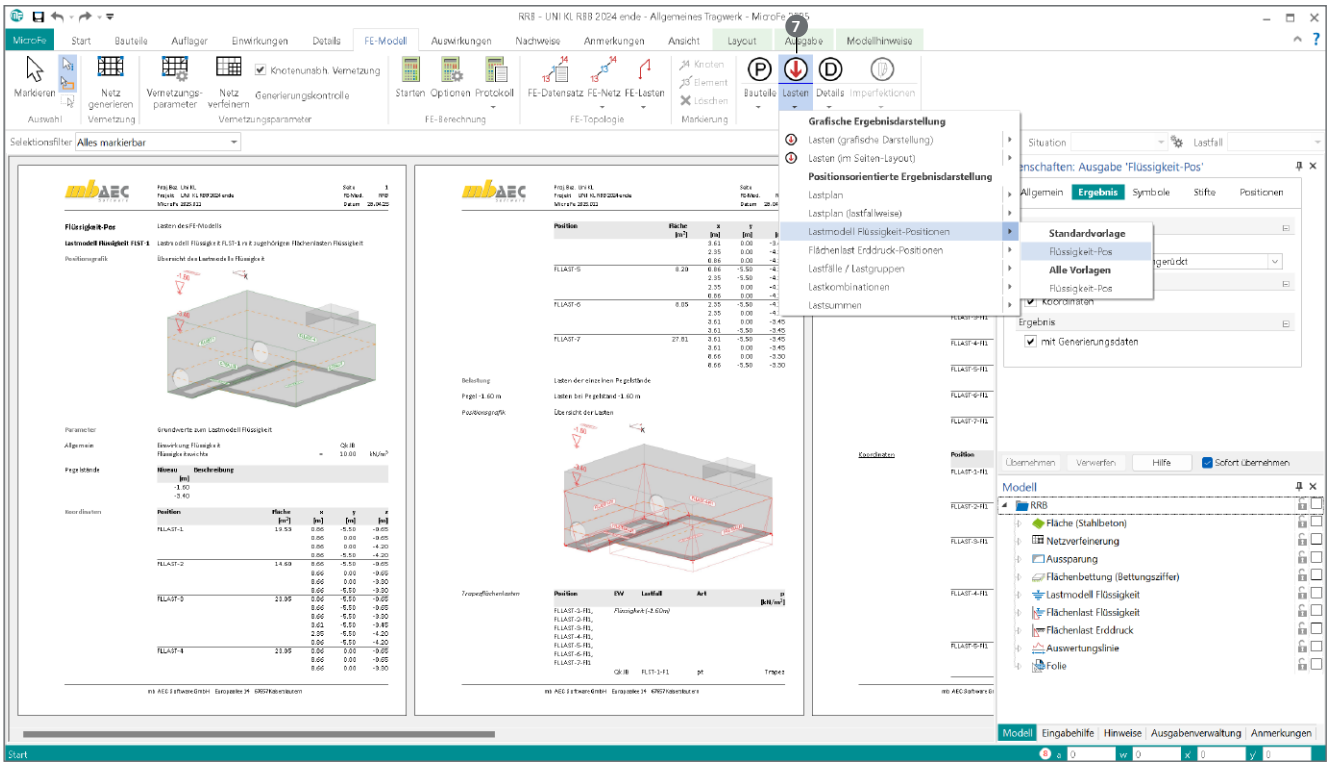

Bild 10. Dokumentation der Belastungen aus Flüssigkeit
Über das Menüband-Register „FE-Modell" stehen umfangreiche und prüffähige Ausgaben zur Dokumentation der Lastermittlung bereit. In Bild 10 wird über den Schalter „Lasten" ❼ eine umfangreiche tabellarische Dokumentation für das Statik-Dokument erreicht. Zusätzlich können Belastungen auch grafisch, in wählbaren Blattgrößen, zur Dokumentation erzeugt und genutzt werden (Bild 12).